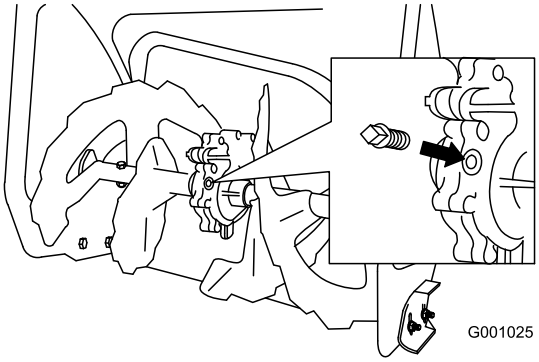

Bild 39
2. Reinigen Sie den Bereich um die Rohrverschluss (Bild 39).